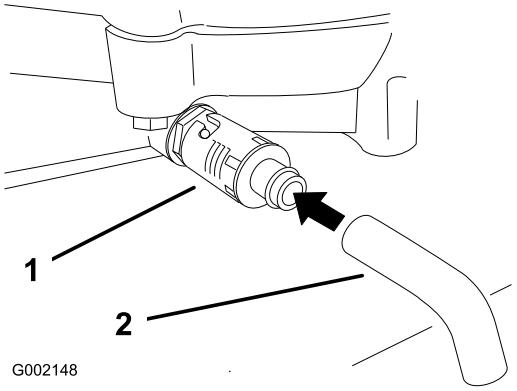

Figur 20
4. Placer en bakke under aftapningsproppen. Drej oliedræningsventilen, så olien kan løbe ud (Figur 20).